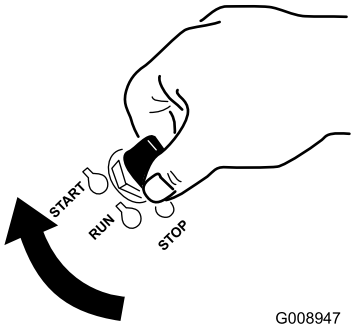

Figur 16
1. Vri tenningsnøkkelen til stillingen Start (Figur 16). Slipp nøkkelen straks motoren starter.
6. Vri tenningsnøkkelen til stillingen Start (Figur 16). Slipp nøkkelen straks motoren starter.